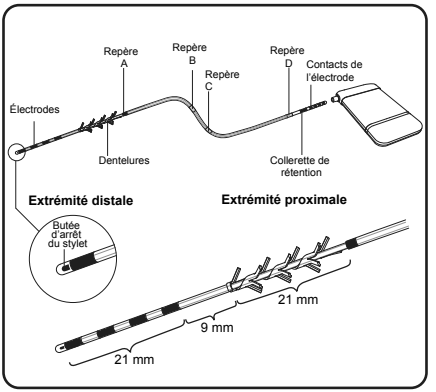

Figure 4. Connexions du câble du programmateur du médecin pour la procédure d'implantation de l'électrode
e. Insérer la prise noire dans la masse du CP (⏚) à côté du câble de stimulation test de l'aiguille (**Figure 4**).
7. Insérer la prise noire du câble de stimulation test de l'aiguille dans le CP en dehors du champ stérile **(Figure 4**). Garder l'extrémité de la pince du câble dans le champ stérile.
9. Insérer la prise grise du câble de stimulation test de l'électrode à ailettes dans le CP, en dehors du champ stérile (**Figure 4**). Garder l'extrémité de la pince du câble dans le champ stérile.